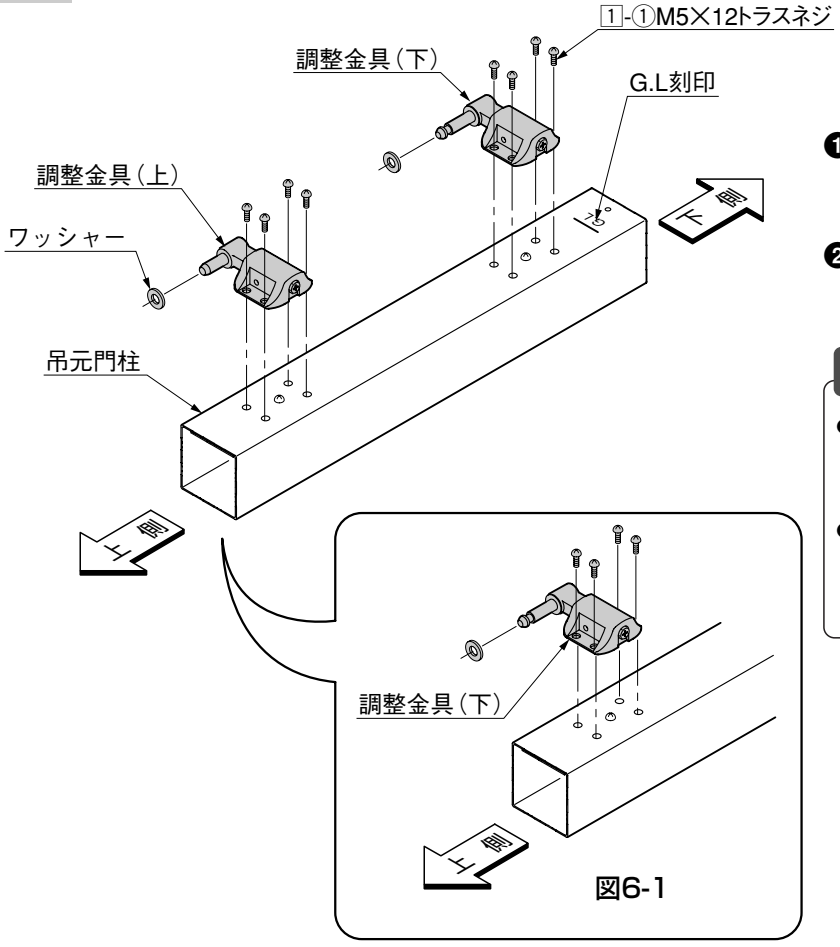

図6-1
- 門扉本体にオートクローザーを使用する場合は、調整金具を上下逆に取付けてください。（図6-1参照）